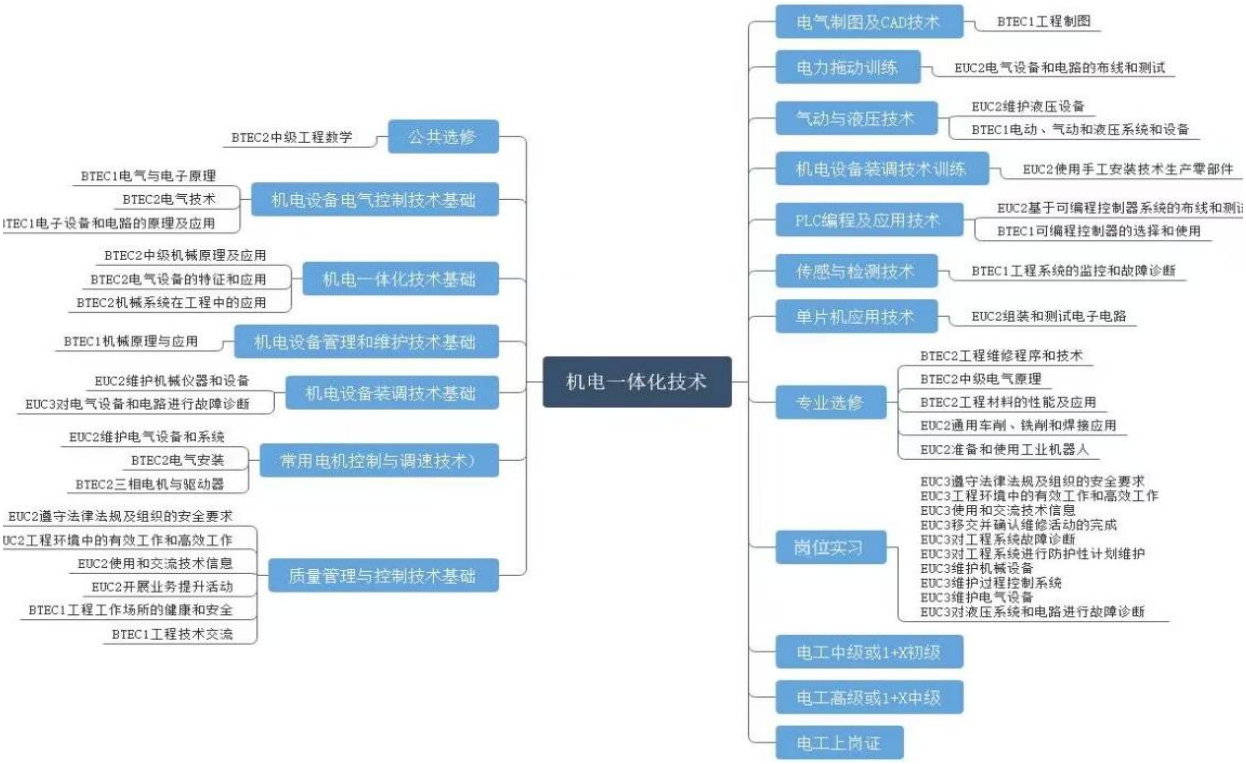

图 1 中英现代学徒制课程构成
12.本专业为分院现代学徒制示范专业点，奇瑞捷豹路虎中英现代学徒制试点项目是在江苏省教育厅、英国驻上海领事馆的关心支持下，在英国制造业协会学徒制认证机构 EAL 和英国沃里克郡学院（Warwickshire College）的合作指导下，联合奇瑞捷豹路虎汽车有限公司，共同培养面向企业 TPM（全员生产维修）岗位的技术技能型人才。中英学徒课程主要是有 EUC（Employer Unit of Competence）和 BTEC（Business and Technology Education Council）两部分构成。其中 EUC Level2 和 BTEC Level1- Level2 在学校完成教学（第 5-9 学期），EUC Level3 在企业完成教学，具体教学内容和要求如下图 1 所示。